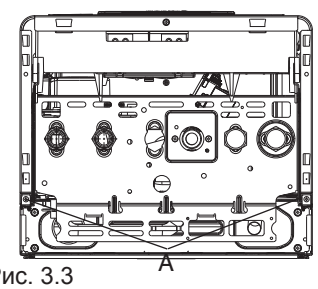

Рис. 3.3
- Отвинтите винты «A», которые держат облицовку (рис. 3.3)